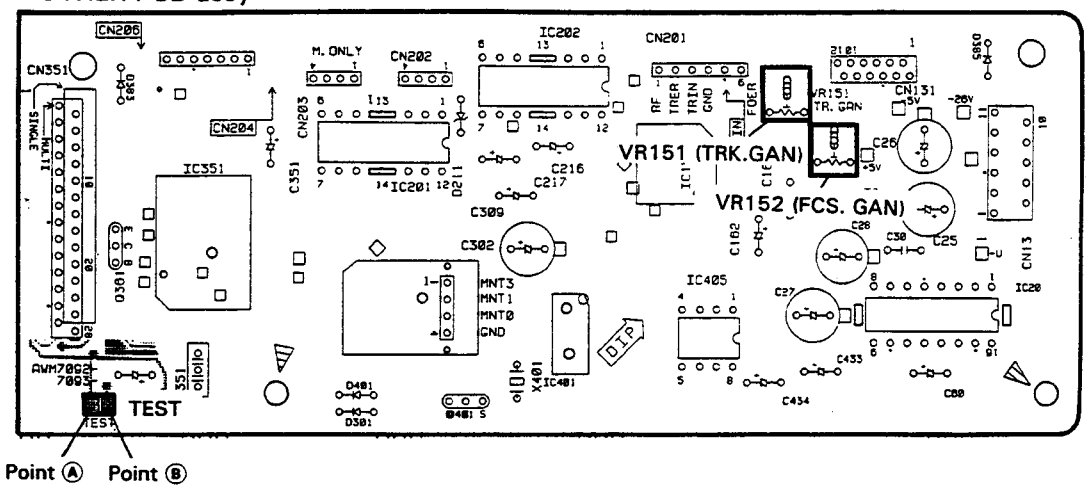

Fig. 1 Adjustment Location
2. Connect the point Ⓐ to Ⓑ. (See Fig. 1)